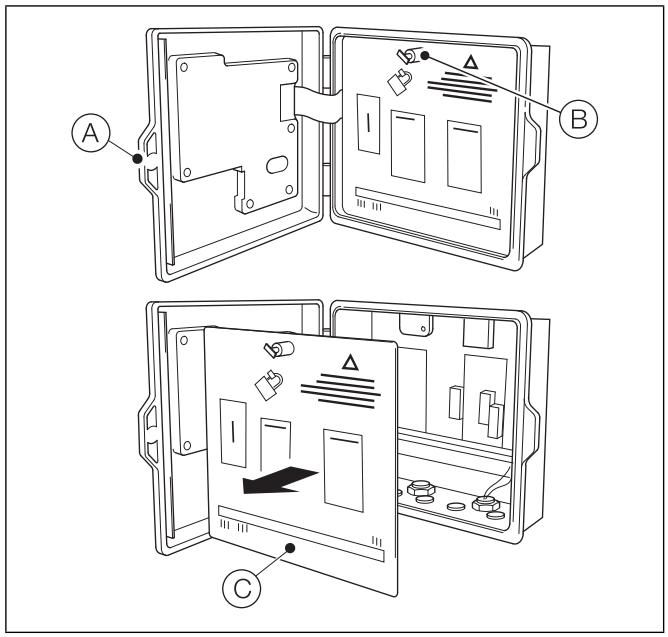

Abb. 5 Zugang zur Messumformer-Elektronik und Herstellen der elektrischen Verbindungen
- Darauf achten, dass die richtigen Sicherungen eingesetzt sind. Details zu den Sicherungen siehe Abb. 5.
1. Lösen Sie die (unverlierbare) Befestigungsschraube (A) an der Elektronik durch eine 1/4 Umdrehung gegen den Uhrzeigersinn mit einem Pozidrive-Schraubendreher, und öffnen Sie das Gehäuse.
2. Drehen Sie die Befestigungsschraube (B) der Abdeckplatte gegen den Uhrzeigersinn, bis die Abdeckplatte (C) abgenommen werden kann.
3. Schließen Sie die Leitungen an den Klemmen der Anschlussplatine an – siehe Abb. 5.
4. Bringen Sie die Abdeckplatte (C) wieder an, und ziehen Sie die Befestigungsschraube (B) im Uhrzeigersinn handfest an. Schließen Sie das Elektronikgehäuse wieder, und ziehen Sie die Befestigungsschraube (A) mit einer 1/4 Drehung im Uhrzeigersinn fest.